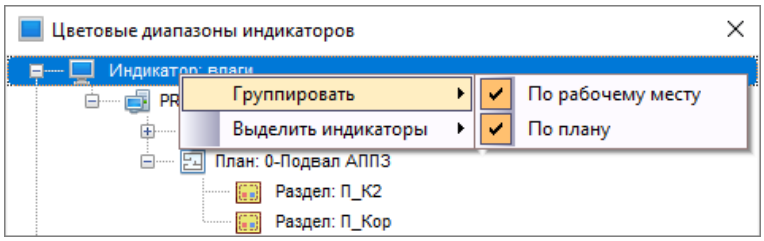

Рисунок 6-564 Контекстное меню команды "Группировать"
- команду «Группировать» – если необходимо настроить группировку зон по рабочим местам и/или планам помещений. При выборе команды «Группировать» появится контекстное меню (см. Рисунок 6-564), в котором установкой или снятием флагов определяется необходимость группировки зон в области индикаторов по рабочим местам и/или планам помещений. При выборе группировки по рабочему месту и/или по плану помещения в качестве промежуточных появляются узлы «Рабочее место» и «План помещения» соответственно;